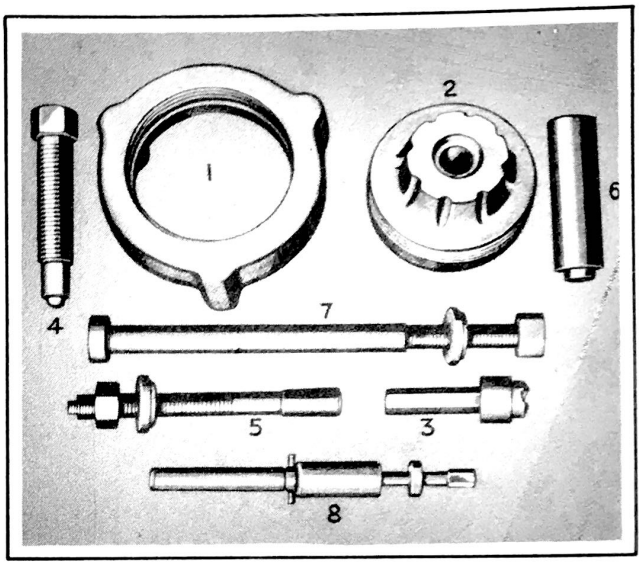

Figure 91 - Water Pump Reconditioning Tool Set - J-733B
WATER PUMP SPECIAL TOOL SET for performing any of the servicing operations is shown in Fig. 91 and contains
3. Assemble the body (No.1) of the water pump reconditioning set (J-733 B Fig. 91) to the water pump with the three attaching studs.
The shaft clearance between it and the bushings is .0015" to .0025" and to obtain this clearance the bushing pilot (No.7) in the reconditioning set J-733 B (Fig.91) must be used.